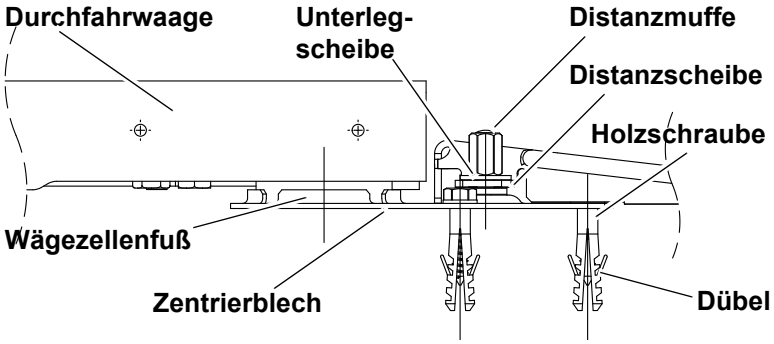

Abb. 13 Durchfahrwaage mit fester Rampe
1. **Rampe mit Zentrierbleche unter Wägezellenfüße schieben (siehe** Abb. 13, S. 22**).**
6. **Zentrierbleche mit Holzschrauben und Dübeln im Boden festschrauben (siehe** Abb. 13, S. 22**).**